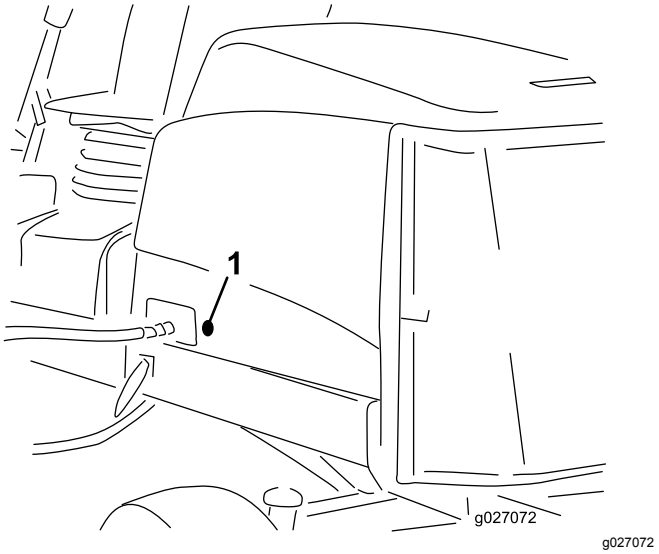

**Figur 18**
2. Fjern gummitetningen fra hullet på venstre side av pansenet (Figur 18).